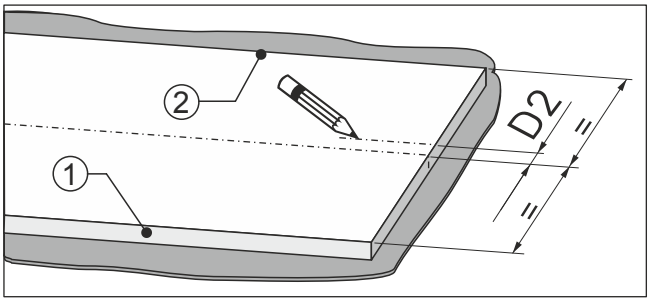

Fig. 90
▶ Від центральної лінії меблевого фасаду відміряти відстань *Fig. 90 (D2)* у напрямку до сторони обмежувача ходу дверцят *Fig. 90 (2)*.